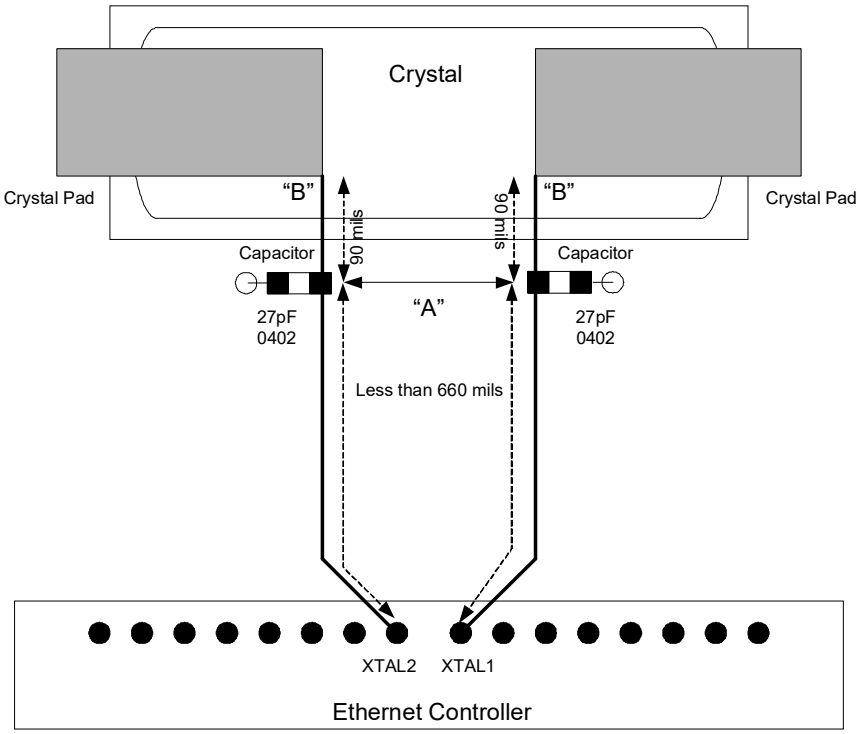

Figure 12-10.Recommended Crystal Placement and Layout
Figure 12-10 shows the recommended placement and layout of an internal oscillator circuit. Note that pin X1 and X2 refers to XTAL1 and XTAL2 in the Ethernet device, respectively. The crystal and the capacitors form a feedback element for the internal inverting amplifier. This combination is called parallel-resonant, because it has positive reactance at the selected frequency. In other words, the crystal behaves like an inductor in a parallel LC circuit. Oscillators with piezoelectric feedback elements are also known as "Pierce" oscillators.
- Place load capacitor solder pad directly in line with circuit trace (see Figure 12-10, point A).
- Route XTAL1 and XTAL2 traces to nearest inside corners of crystal pad (see Figure 12-10, point B).